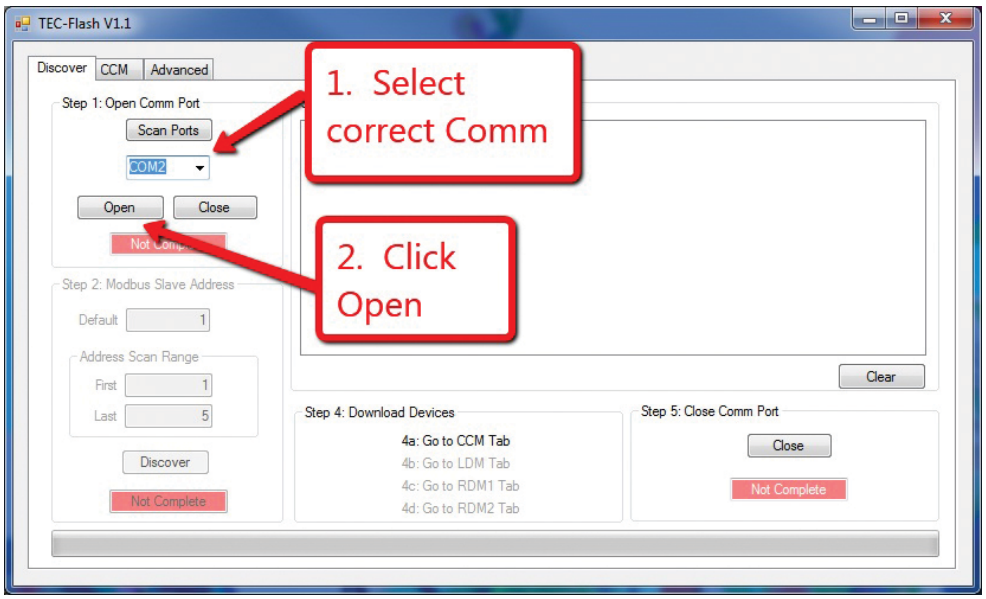

Figure 8 Open Comm Port
8. Select the correct Comm port and then select Open. See Figure 8.